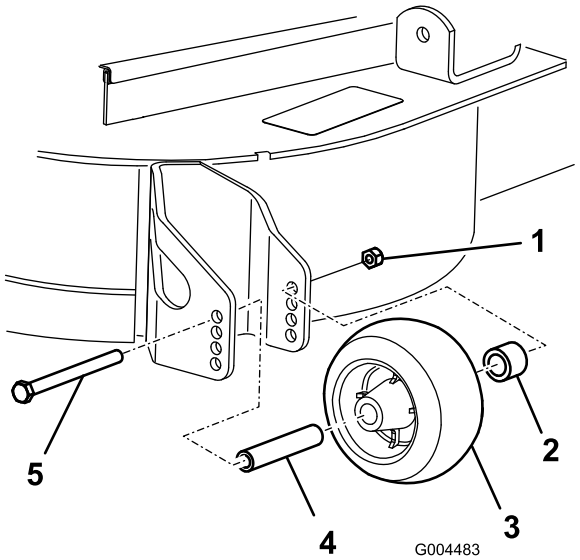

Figur 18
3. Etter å ha justert klippehøyden, juster valsene ved å fjerne flensmutteren, hylsen, avstandsstykket og bolten (Figur 18).